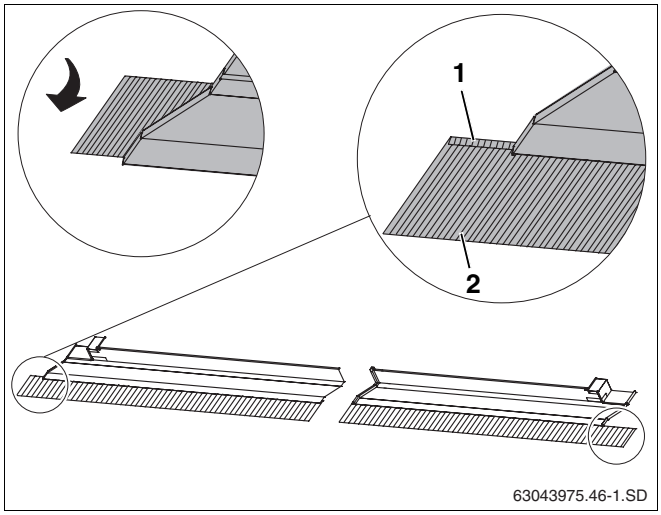

Abb. 43 Bleischürzen umlegen
- Bleischürzen aller Abdeckbleche nach vorne biegen (Abb. 43, **Pos. 2**).
- Die Enden der äußeren Abdeckbleche oben (Abb. 43, **Pos. 1**) ebenfalls nach vorne biegen.